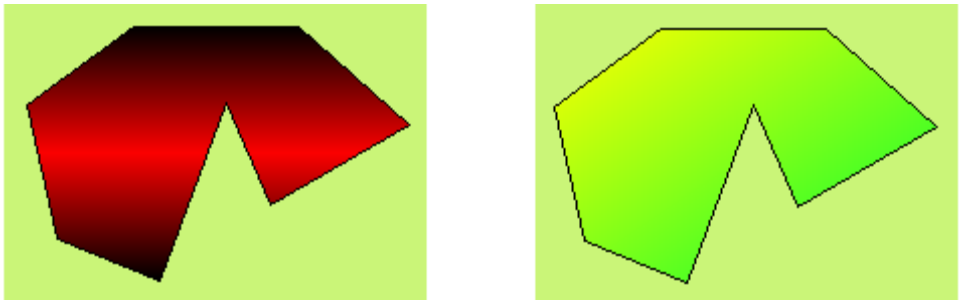

Рисунок 4-34 Пример нарисованного многогранника.
- Вы можете настроить свойства многогранника, используя кнопки выпадающих меню и точной настройки. SKWorkshop предлагает 15 типов линии рамки, 10 типов толщины и 21 шаблон заливки для многогранника, чтобы сделать графику более привлекательной и яркой. Смотрите рисунок 4-34